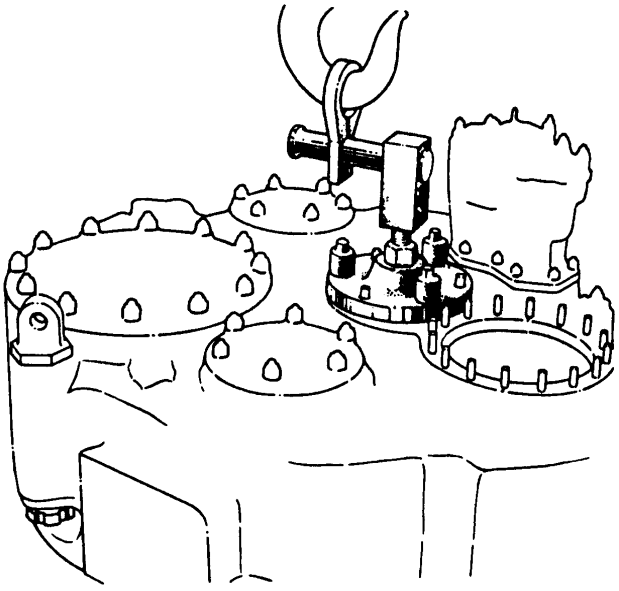

Figure 41. Handling Rear Housing Using 6799782 Lifting Adapter
a. Apply Hylomar PL32M sealant to the diaphragm–to–rear housing splitline surface. Cover 100 percent of the splitline surface with the sealant. (QA)
d. Attach the 6799782 rear housing lifting adapter on the starter pad (figure 41).
f. As the rear housing is lowered, check for proper entry of pinion rear bearing into the rear housing bearing cage. (Be sure locking key in bearing cage engages key slot in rear bearing outer ring). (QA)
h. Use the 6796182 starter shaft turning tool to ensure that the accessories drive gear engages with propeller brake outer member. (QA)